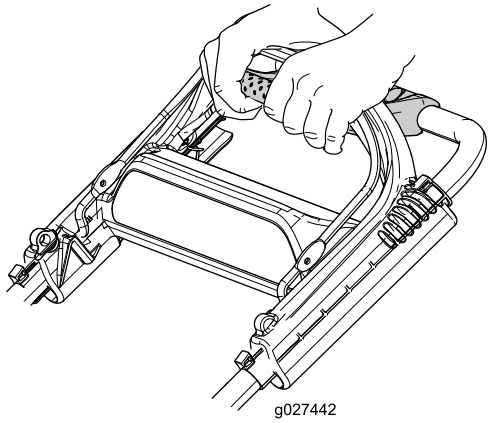

Figur 21
1. Sträck ut fingrarna och fatta tag om drivhjälpshandtagets hörn (Figur 21).